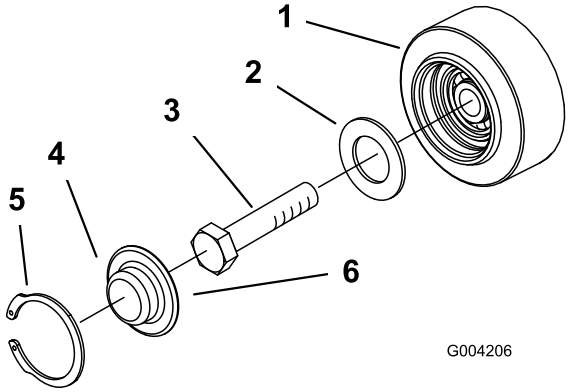

Figur 46
3. Ta bort låsringen och hatten från väghjulet (Figur 46).
4. Kontrollera smörjningen under hatten och runt packningen (Figur 46). Om den är smutsig, sandig eller förbrukad gör du rent så att allt fett försvinner, byter packningen och smörjer igen.
6. Sätt den infettade väghjulshatten över bulthuvudet (Figur 46).
7. Fäst väghjulshatten med låsringen (Figur 46).